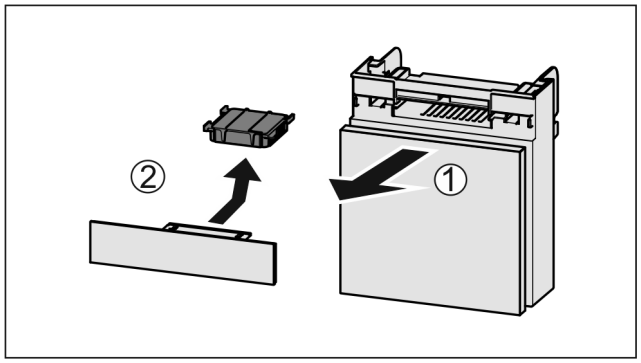

*Fig. 142*
▶ Extrageți *Fig. 142 (1)* compartimentul către înainte.
▶ Scoateți *Fig. 142 (2)* filtrul de cărbune activ.